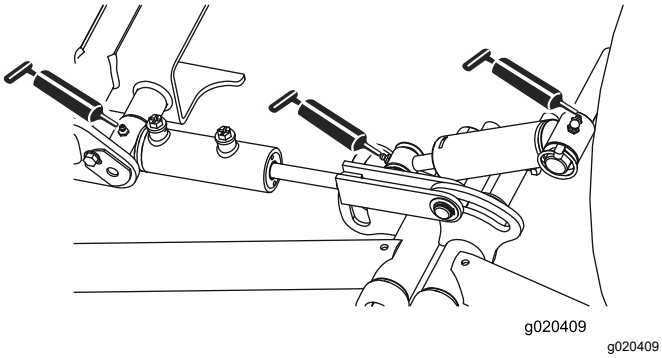

**Figur 42**
- Främre lyftarmstappar och lyftcylindrar (3 av varje), se Figur 42.